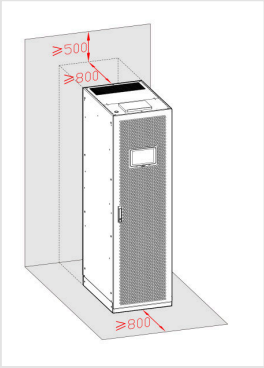

FIGURA 2-1 Spazi liberi minimi, in mm
- Spazi liberi (Figura 2-1): almeno 800 mm davanti e dietro, 500 mm sopra; davanti anche lo spazio di lavoro richiesto dalla IEC 60364 e dalle norme locali. L'aria entra dal fronte ed esce dal retro.